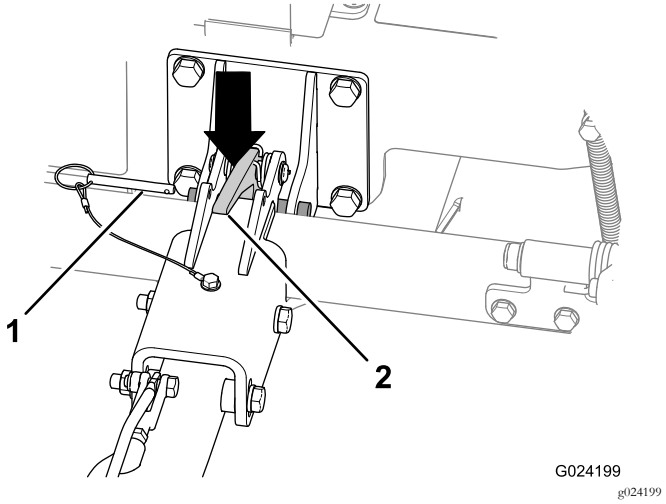

Figuur 28
A. Verwijder de borgpen (Figuur 28).
C. Duw de pal van de trekhaak naar beneden om de trekhaak te ontgrendelen (Figuur 28).